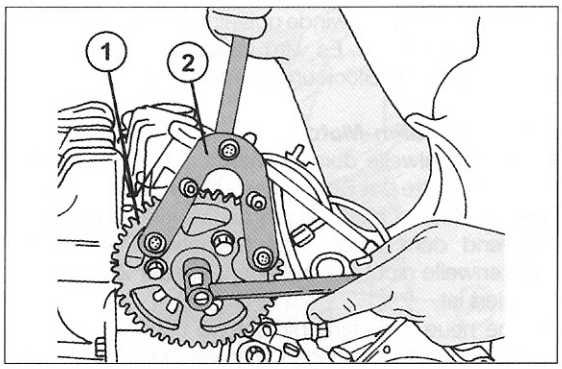

Bild 87
- Die Nabe des Nockenwellenrades gegen Verdrehung sperren, wie es beim Ausbau des Zahnriemens beschrieben wird, und das Steuerrad der Nockenwelle abschrauben. Dieses muss dabei in der in Bild 87 gezeigten Weise gegengehalten werden.